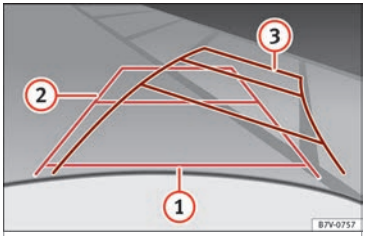

Fig. 145 Display: orientation lines for the parking space behind the vehicle
Meaning of orientation lines displayed on the screen ››› **Fig. 145**. All of the lengths of the orientation lines use a vehicle located on a horizontal surface as reference.
- Reverse slowly and turn the steering wheel so that the yellow orientation lines guide you towards the space ››› Fig. 145 ③.